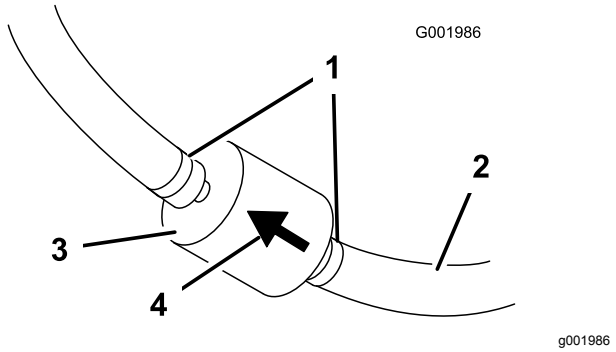

Figur 44
5. Klem sammen endene på slangeklemmene, og skyv dem bort fra filteret (Figur 44).